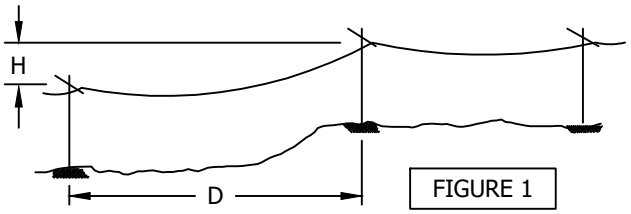

FIGURE 1
B) IF AN ADJACENT SPAN HAS A CHANGE IN ELEVATION, THEN THE FOLLOWING FORMULA SHALL BE USED TO DETERMINE 1/2 THE SPAN LENGTH (SEE FIG. 1).